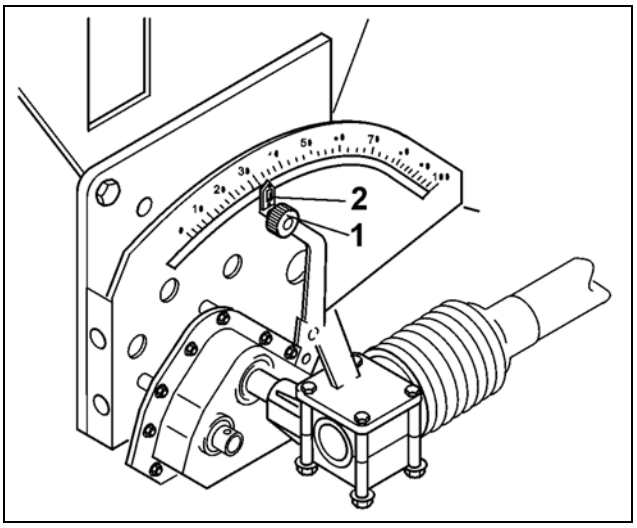

図 82
- ギアボックスのシフトレバーのロック用ノブ（図 82/1）を緩めます。
- ギアボックスのシフトレバーの針（図 82/2）を次のギア位置に 1 つ動かします:
- ロック用ノブ（図 82/1）を締めてください。